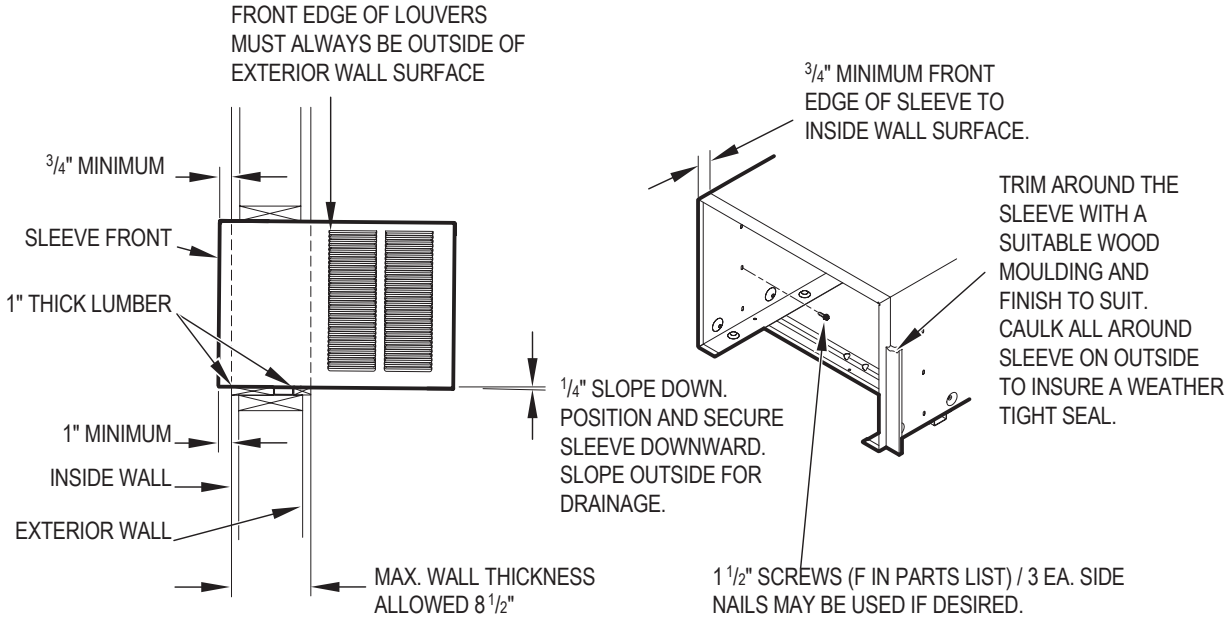

Figure C.5.4
STEP 5 Position the front edge to extend into the room 3/4" minimum at top of sleeve and 1" minimum at bottom (Figure C.5.4).
STEP 7 Cut two pieces of standard 1" lumber (supplied by installer) to the length and width required. Place in front and back of bottom sill channel as shown in Figure C.5.4. Secure with nails (supplied by installer).